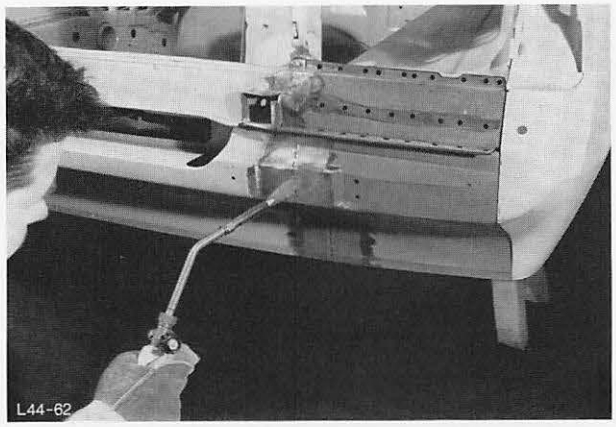

Abb. 57 Verbindungsnaht verzinnen
17. Verbindungsnaht verzinnen, Abb. 57.